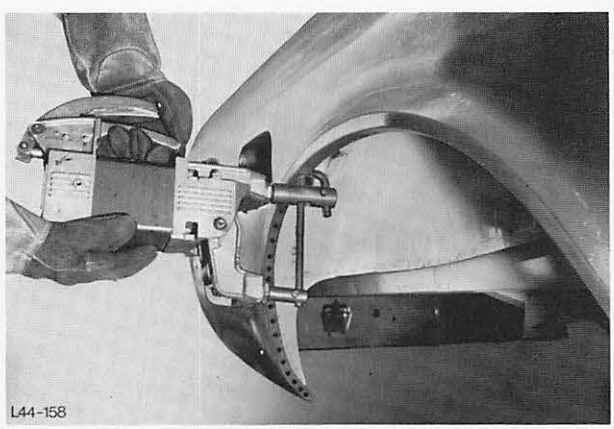

Abb. 170 Seitenwand an Radhaus punktschweißen
27. Seitenwand an Radhaus anpunkten, Abb. 170.